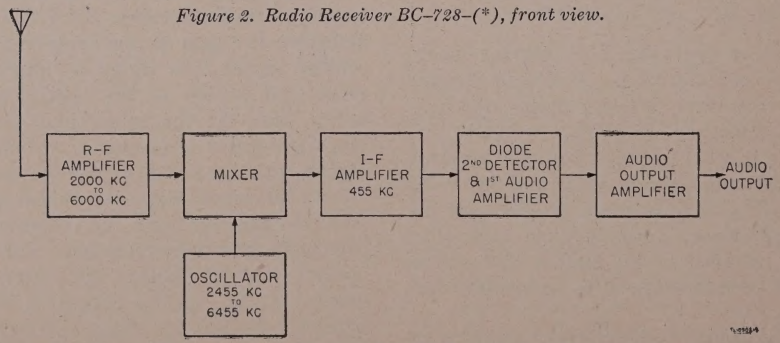

Figure 3. Block diagram of Radio Receiver BC–728–(*).
2. Over-all System Function (fig. 3)
The block diagram (fig. 3) illustrates the various stages used in the six-tube superheterodyne circuit of Radio Receiver BC–728–(*). The r-f amplifier is tuned to the frequency of the incoming signal. The signal is amplified in this stage and passed to the control grid of the mixer tube. At the same time, the oscillator stage generates a frequency which is 455 kc higher than the frequency of the incoming signal. In the mixer stage the output of the oscillator is combined with the incoming signal to produce a new radio frequency. This new radio frequency always equals the intermediate frequency of 455 kc. The output of the mixer is amplified in the i-f stage and passed to the second detector. Here the signal is rectified and